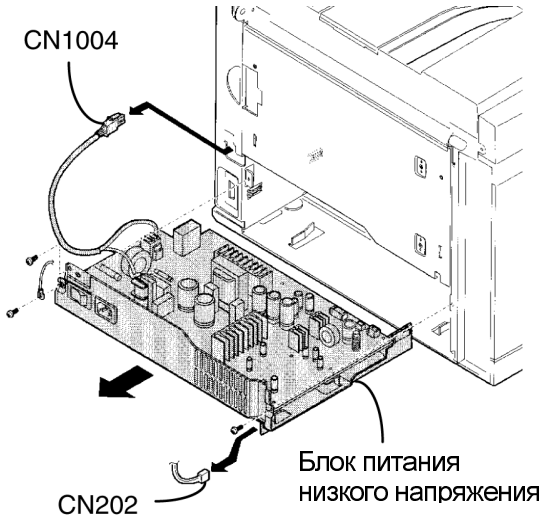

Рисунок 2. Снятие блока питания низкого напряжения
4. (Рисунок 2): Отсоедините CN1004 (разъем подачи постоянного напряжения рядом с PCU PWB). Отсоедините жгут.